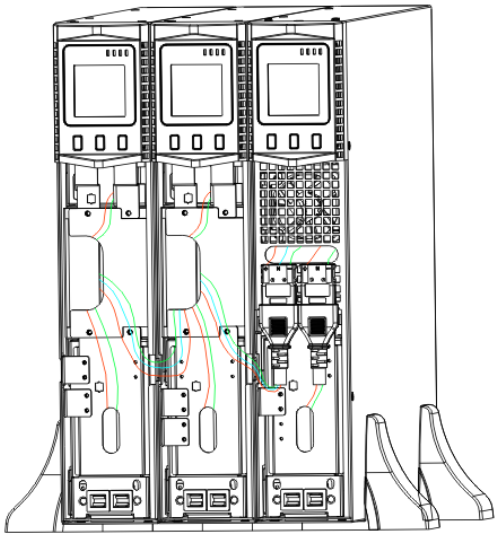

FIG.16 The installation for UPS and battery box
2. The installation between UPS and EBPS can be referred to Fig.16
1.Install the base, then place the RT UPS on the base one by one as Fig.16 shows.